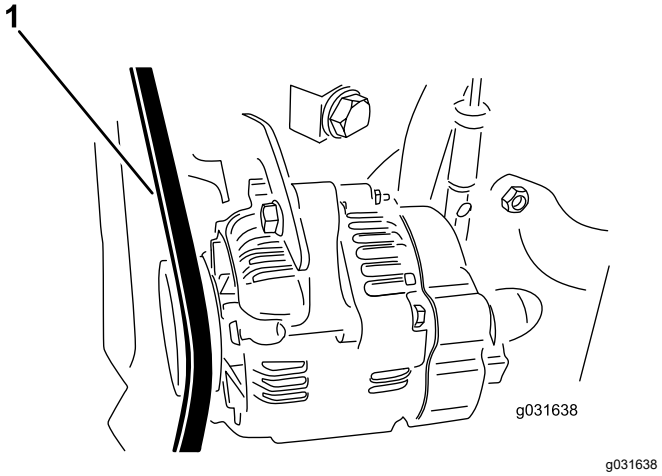

Figura 61
2. Applicate 30 N di forza sulla cinghia dell'alternatore in una posizione a metà tra le pulegge (Figura 61).